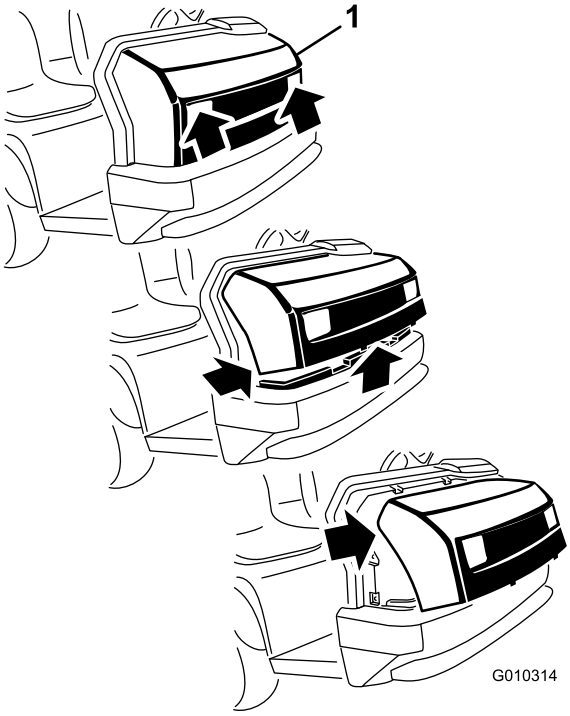

Figur 37
1. Mens du har fat i motorhjelmens forlygteåbninger, løfter du op i motorhjelmen for at frigøre de nederste monteringstapper fra stelrillerne (Figur 37).
2. Drej den nederste del af motorhjelmen opad indtil de øverste monteringstapper kan trækkes af stelrillerne (Figur 37).
3. Drej den øverste del af motorhjelmen fremad, og kobl ledningsstikkene fra forlygterne (Figur 37).